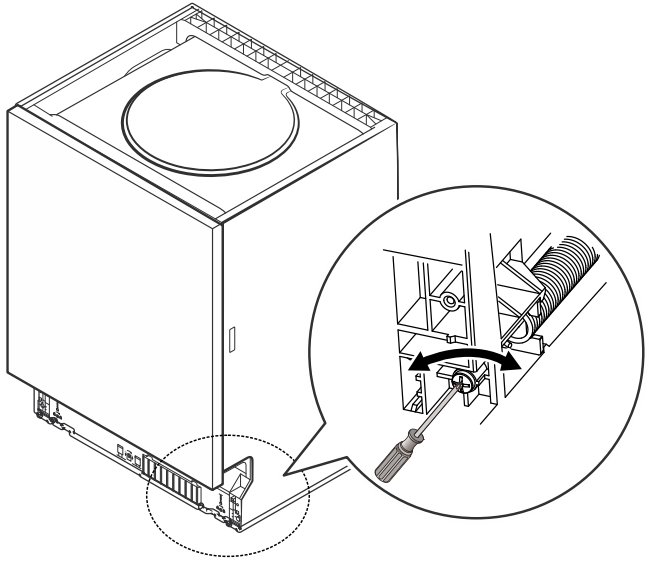

Rys. 16
- Zmianę siły sprężyny drzwiczek można ustawić za pomocą śrub w dolnej przedniej części zmywarki (Rys. 16).
3. Ustaw siłę sprężyn drzwiczek (lewa i prawa) za pomocą śrub w dolnej przedniej części zmywarki (Rys. 16). W kierunku ruchu wskazówek zegara zwiększasz siłę sprężyn. W kierunku odwrotnym do ruchu wskazówek zegara siłę sprężyn zmniejszasz.